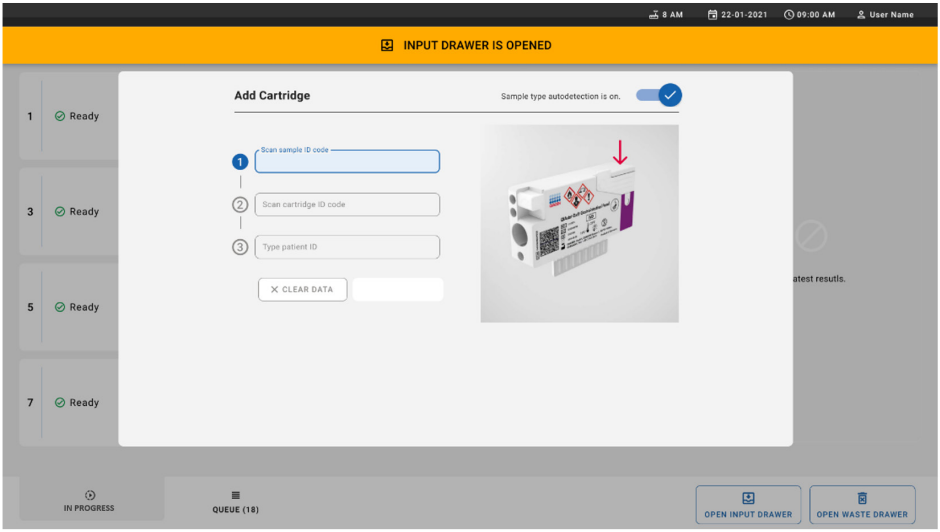

Рисунок 26. Экран Add cartridge (Добавить картридж)
11. Поместите картридж в input drawer (ящик для ввода). Убедитесь, что картридж правильно вставлен в поддон (рисунок 26).